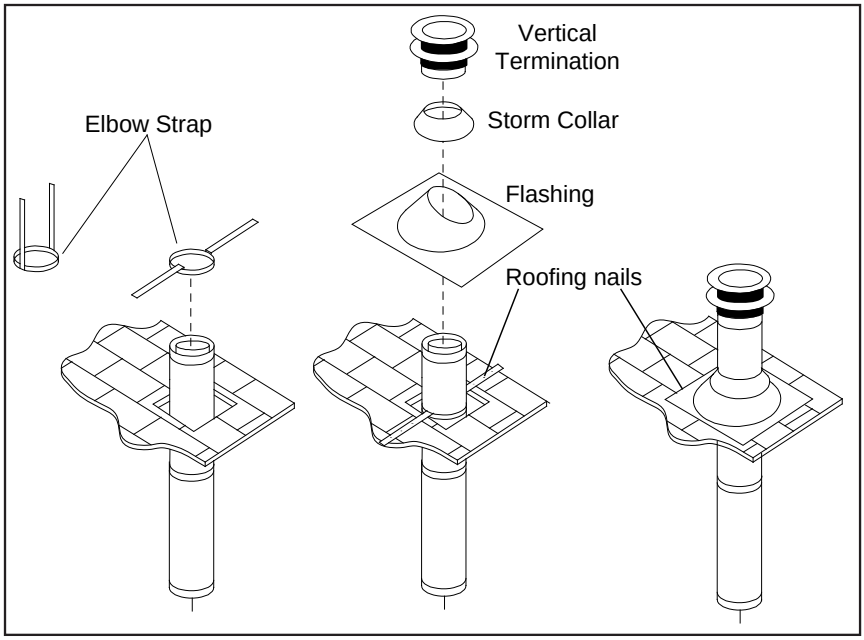
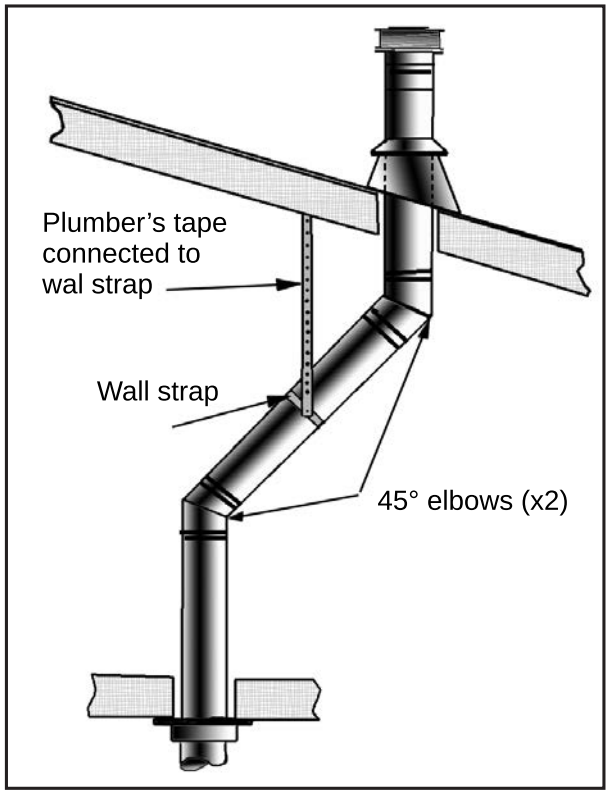
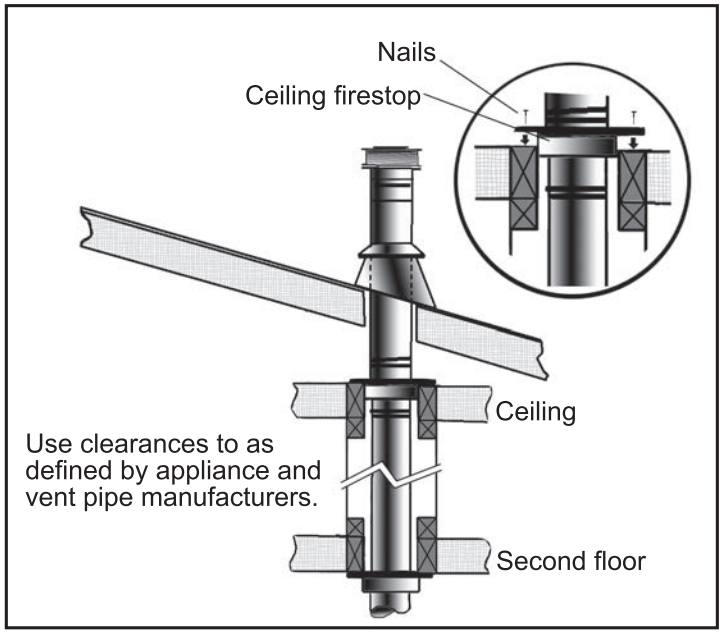

Figure 53: Vertical Vent Termination
Figure 55: Use of Wall Straps.
Figure 56: Multi-Story Vent Pipe Installation
Step 3. To install the Round Support Box/Wall Thimble in a flat ceiling, cut a **10 " (25.4 cm)** square hole in the ceiling, centered in the hole drilled in Step 2. Frame the hole as shown in Figure 53.
Step 6. Once the pipe sections have been joined, and run up through the hole in the roof, slip an elbow strap over the exposed sections, bend the support straps outwards, and push the elbow strap down to the roof level, as shown in Figure 53. Tighten the clamp around the pipe section. Use a level to make sure the pipe is truly vertical. With roofing nails, secure the support straps to the roof. Seal the nails holes heads with non-hardening mastic. Trim the excess length of the support straps that extend out beyond the edge of the flashing.
Step 9. Slip the storm collar over the pipe, and push it down to the top of the roof flashing as shown in Figure 53. Use the non-hardening sealant around the joint between the pipe and the storm collar.
(1) If an offset is necessary in the attic to avoid obstructions, it is important to support the vent pipe every **3' (914 mm)**, to avoid excessive stress on the elbows, and possible separation. Wall straps are available for this purpose (see Figure 55).
(2) When ever possible, use 45° degree elbows instead of 90° degree elbows. The 45° degree elbow offers less restriction to the flow of flue gases and intake air.
(3) For multi story installations; a ceiling firestop is required at the second floor, and any subsequent floors (see Figure 56). The opening should be framed to **10" (254 mm)** x **10" (254 mm)** inside dimensions, in the same manner as shown in Figure 53.